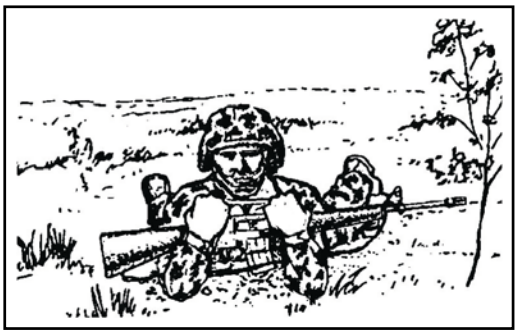

Figure 071-326-0502-2. High crawl
4. Use the high crawl (figure 071-326-0502-2).